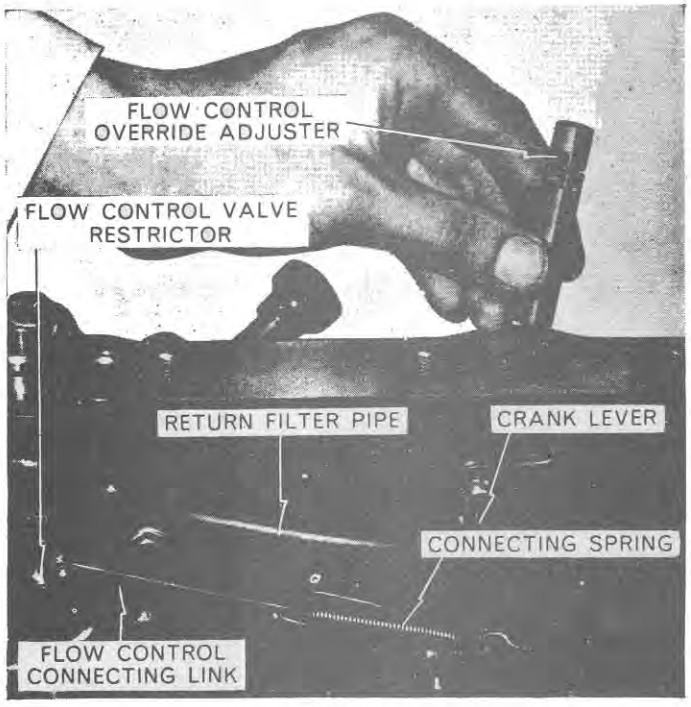

Figure 44
7. Remove the flow control override adjuster and cam follower assembly, Figure 44.
2. Install the flow control connecting link to the crank lever with the clevis pin and cotter pin, Figure 44, and to the flow control valve restrictor with a snap ring.